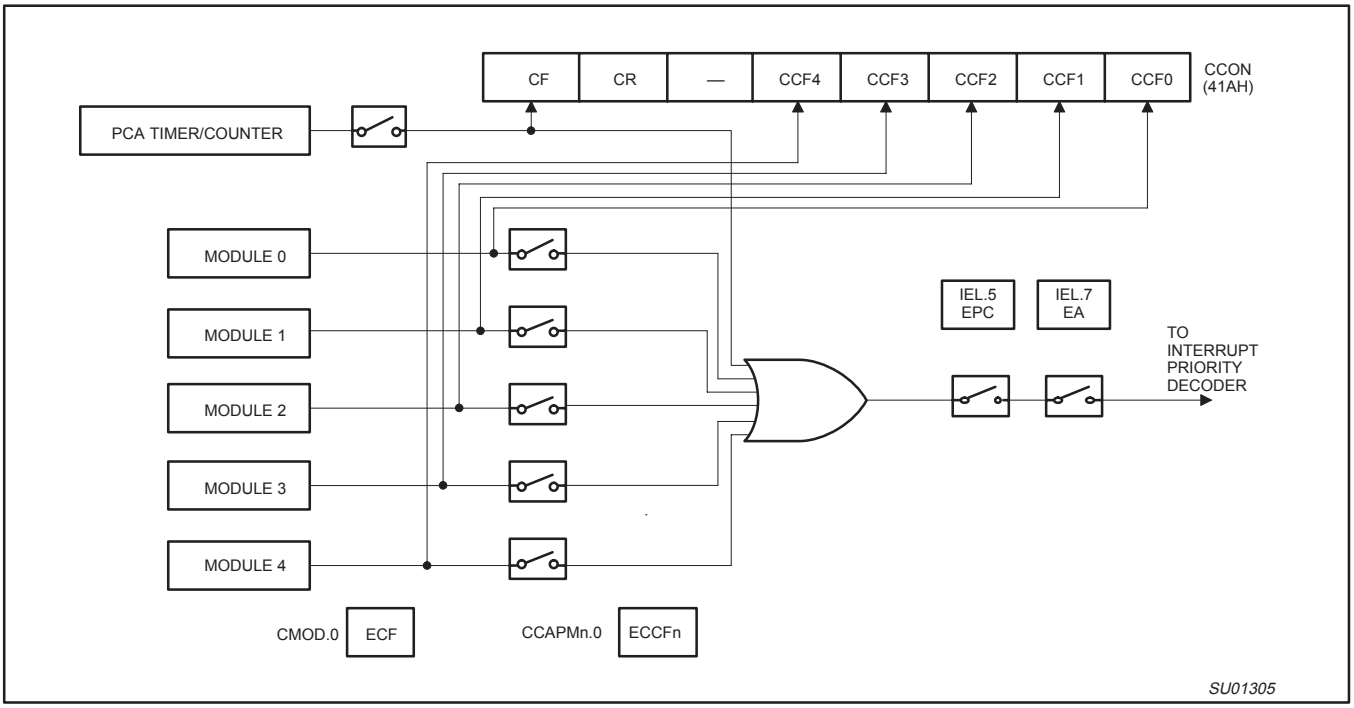

Figure 9. PCA Interrupt System
The CCON SFR contains the run control bit for the PCA and the flags for the PCA timer (CF) and each module (refer to Figure 11). To run the PCA the CR bit (CCON.6) must be set by software. The PCA is shut off by clearing this bit. The CF bit (CCON.7) is set when the PCA counter overflows and an interrupt will be generated if the ECF bit in the CMOD register is set, The CF bit can only be cleared by software. Bits 0 through 4 of the CCON register are the flags for the modules (bit 0 for module 0, bit 1 for module 1, etc.) and are set by hardware when either a match or a capture occurs. These flags also can only be cleared by software. The PCA interrupt system shown in Figure 9.